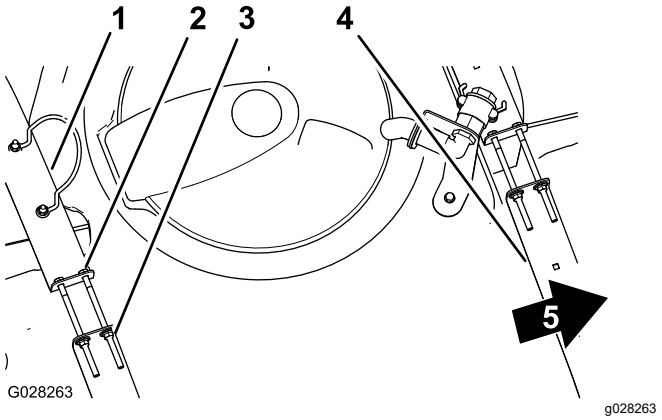

図 26
2. タンクとタンク固定ベルトとの間に、たるみができていないか点検する図 26。
3. ベルトにゆるみがある場合には、ベルトの上部にあるフランジロックナットとボルトを締めてベルトとタンクとが面一になるようにする図 26。